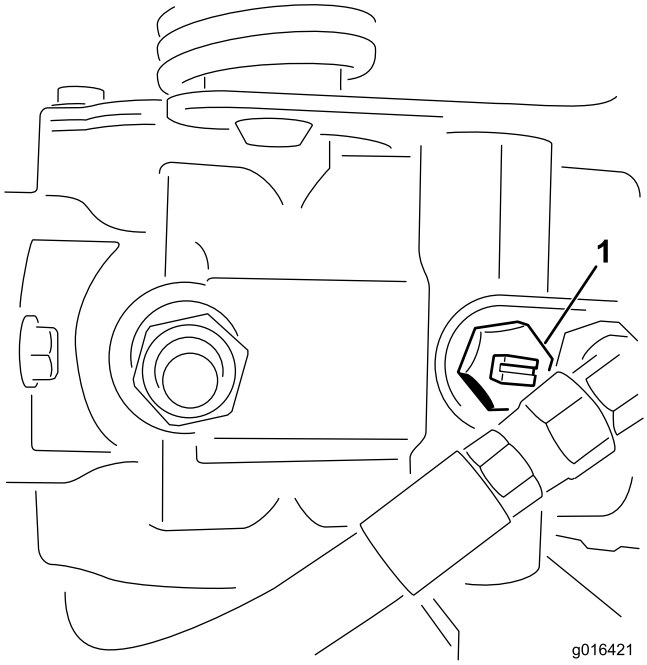

Figur 32
1. Finn omløpsventilen på pumpen, og vri den slik at åpningen står vertikalt (Figur 32).
2. Før du starter motoren, må du stenge omløpsventilen ved å vri den slik at åpningen står horisontalt (Figur 32).